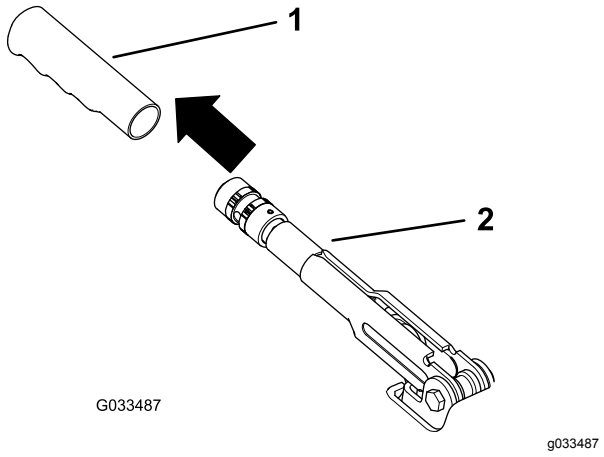

**Bild 58**
1. Nehmen Sie den Gummigriff vom Feststellbremshebel ab (Bild 58).
5. Befestigen Sie den Gummigriff am Feststellbremshebel (Bild 58).